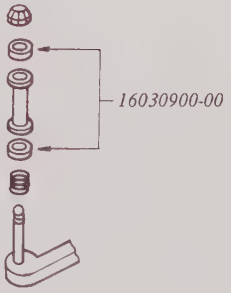

Fig. 5-13
- Reverse steps above carefully to mount bearings. (Fig. 5-13)